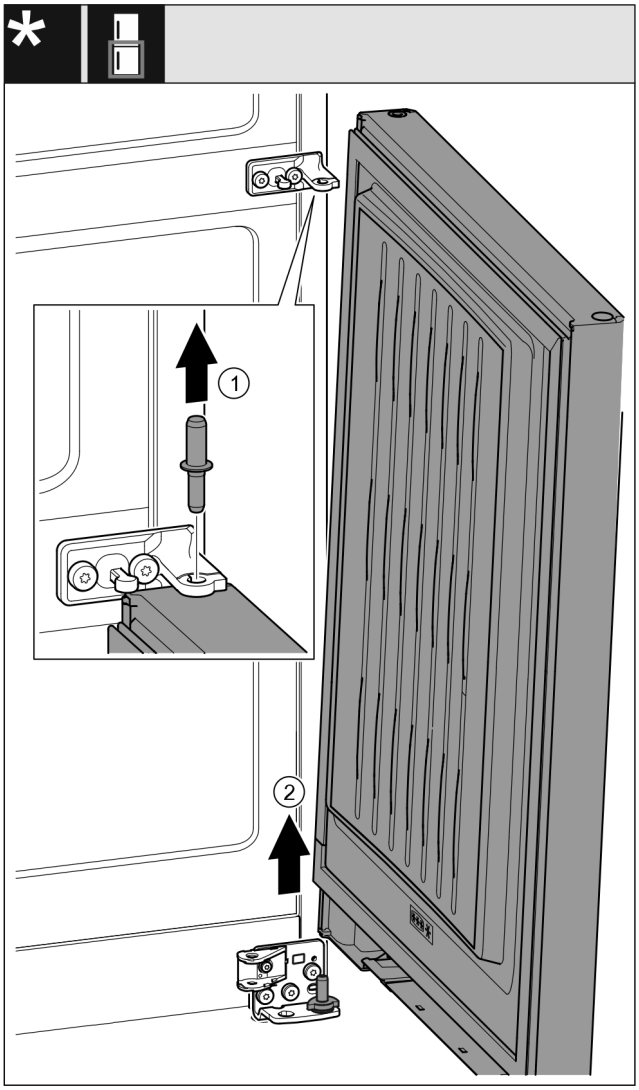

Fig. 18 S tlumičem zavírání*
▶ Čep *Fig. 18 (1)* vytáhněte nahoru.*
▶ Dveře *Fig. 18 (2)* kýváním vysaďte a odložte stranou.*